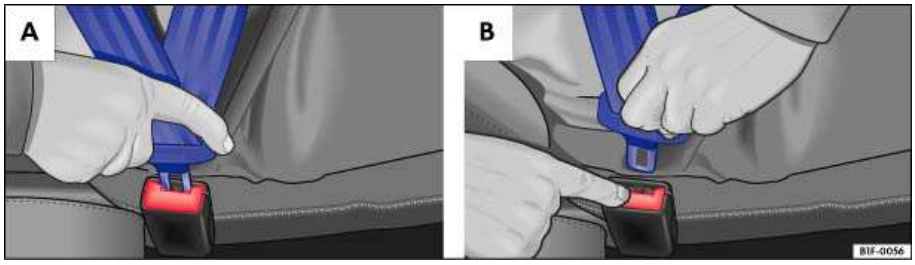
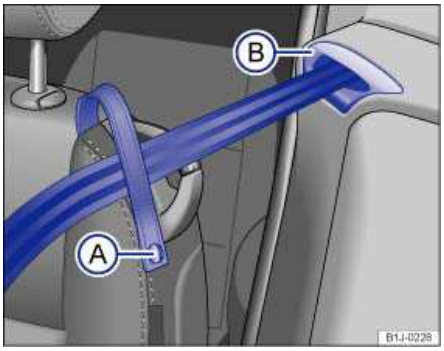

Fig. 59 A: Inserting the safety belt buckle tongue into the belt buckle. B: Releasing the buckle tongue from the belt buckle.
Fig. 60 Safety belt webbing running through the front safety belt loop.
- Grasp the safety belt by the buckle tongue and pull it out of the belt guide ⇒fig. 60 (B).
- Unsnap the safety belt loop on the front seat backrest (A) and guide the belt strap through the loop. Close the snap.
- Insert the tongue into the correct buckle for your seat until you hear it latch securely ⇒fig. 59 **A**.